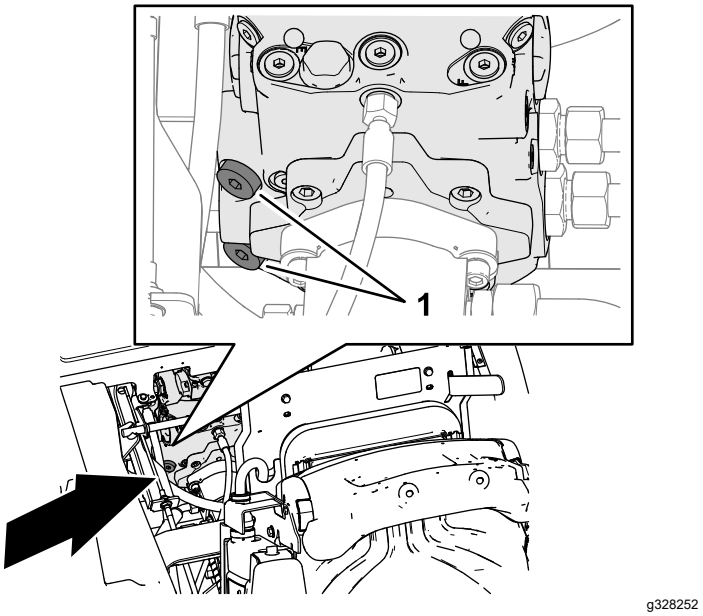

Figur 37
1. Anvend en unbrakonøgle på 8 mm til at dreje de 2 propper med indvendig sekskant til transmissionspumpens sikkerhedsventiler 3 hele omgange mod uret (Figur 37).